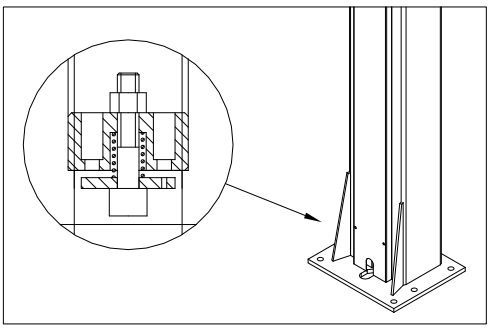

Fig. 12
• In case of a sudden, great leakage in the hydraulic circuit (a broken pipe), the blocking valves, at the bottom of each Cylinder, will trip. (Fig. 12)